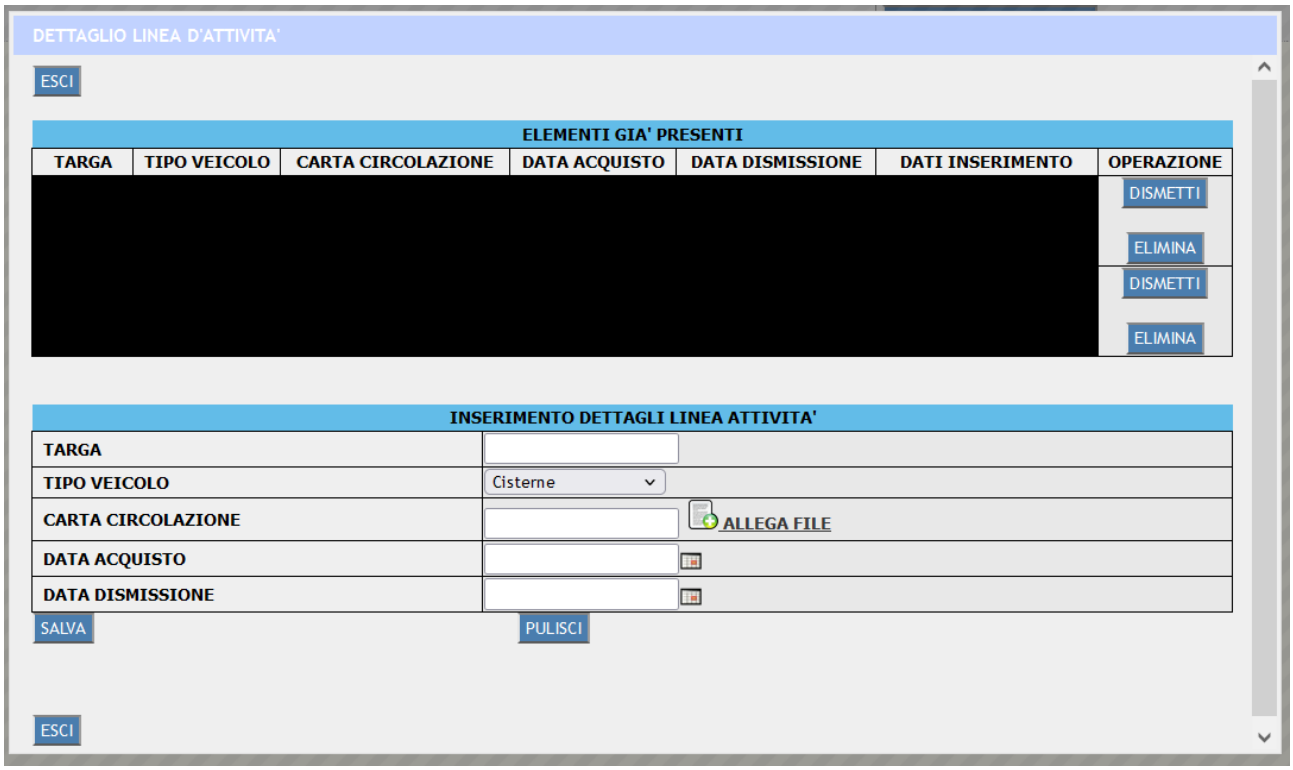

Figura 2.7: Schermata per la gestione dati aggiuntivi - Mangimistica
Le altre linee di attività riportate in Appendice, invece, presentano una schermata diversa (*Figura 2.7**).
*N.B.: La *Figura 2.7* rappresenta la schermata che appare per una linea di *Mangimistica*; la schermata analoga per *Distributori automatici* presenta alcune differenze, ma lo stesso funzionamento.